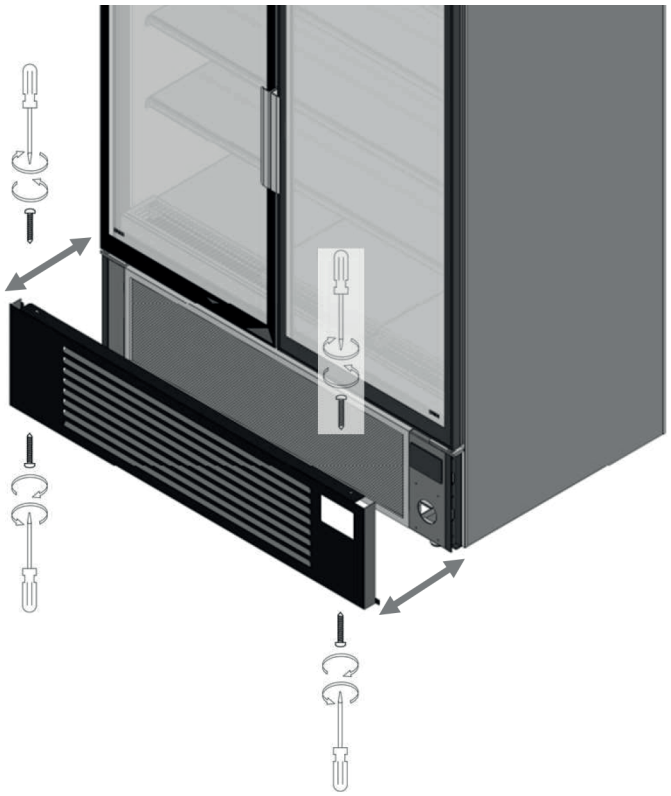

fig. 21
- Per accedere alle parti interne dell'apparecchiatura e per eseguire una adeguata pulizia è possibile, rimuovere la copertura frontale, togliendo le viti di fissaggio presenti nella parte superiore e inferiore della copertura (fig. 21).